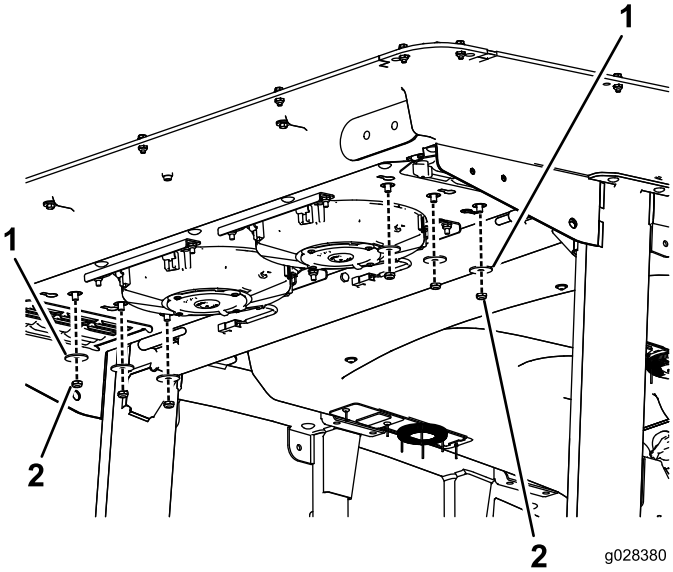

Figur 87
2. Ta bort de sex muttrarna och brickorna i hyttens bakre nederdel (Figur 87).